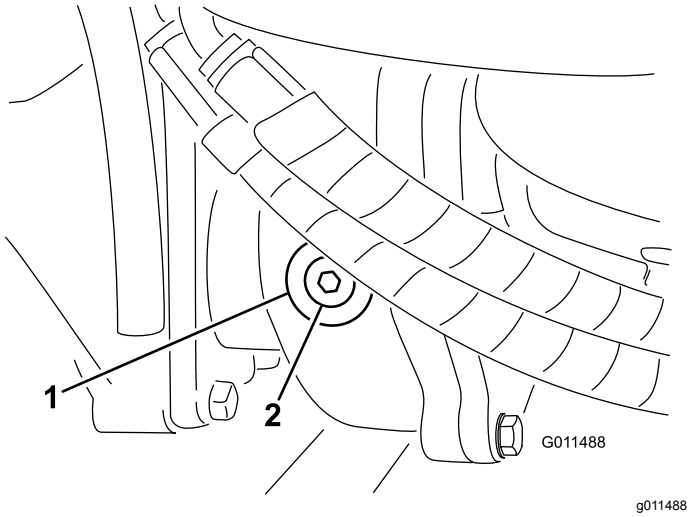

Figuur 85
2. Verwijder de controle/vulplug aan de linkerzijde van de tandwielkast en controleer of de tandwielolie tot aan de onderkant van de opening komt (Figuur 85).